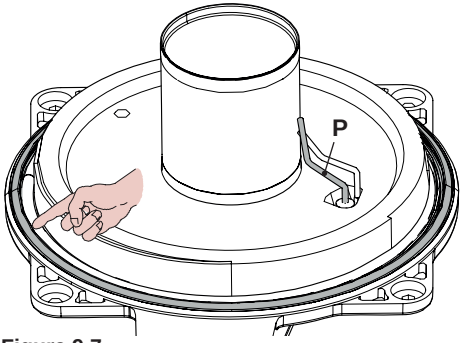
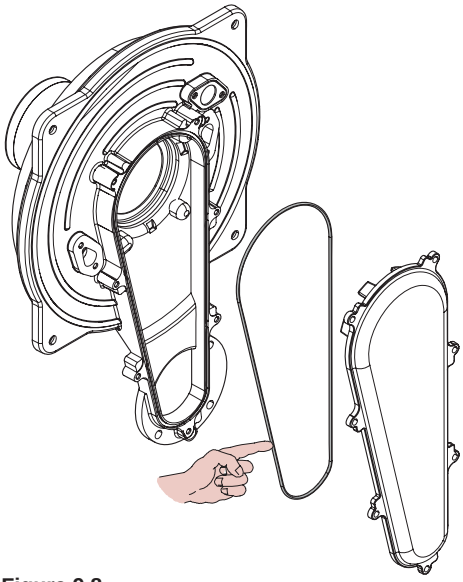

Figura 9.7
Figura 9.8
- La guarnizione in silicone della parete frontale della camera di combustione Figura 9.7 e la guarnizione del coperchio condotto aria/gas (Figura 9.8) devono essere cambiate se deteriorate e comunque devono essere obbligatoriamente sostituite ogni 2 anni.
- L'elettrodo di accensione/rilevazione **P** in Figura 9.7 funge anche da sensore per il corretto scarico della condensa.